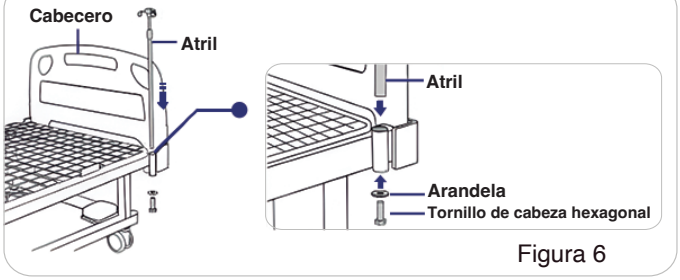

Figura 6
4. El método de instalación del atril (opcional) (como se muestra en la Figura 6)